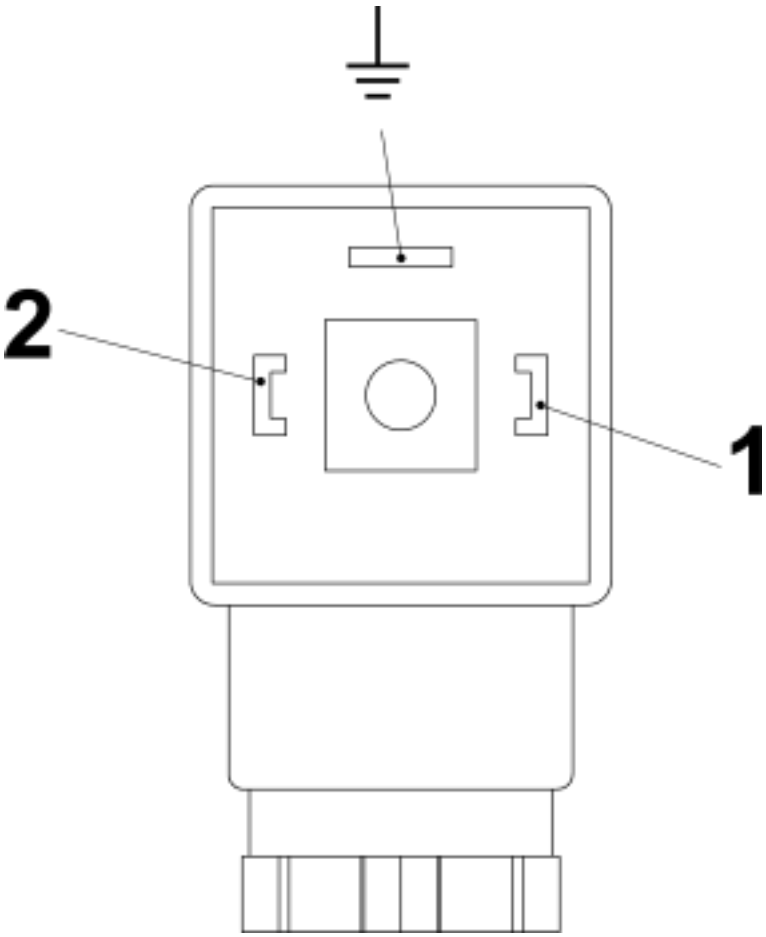
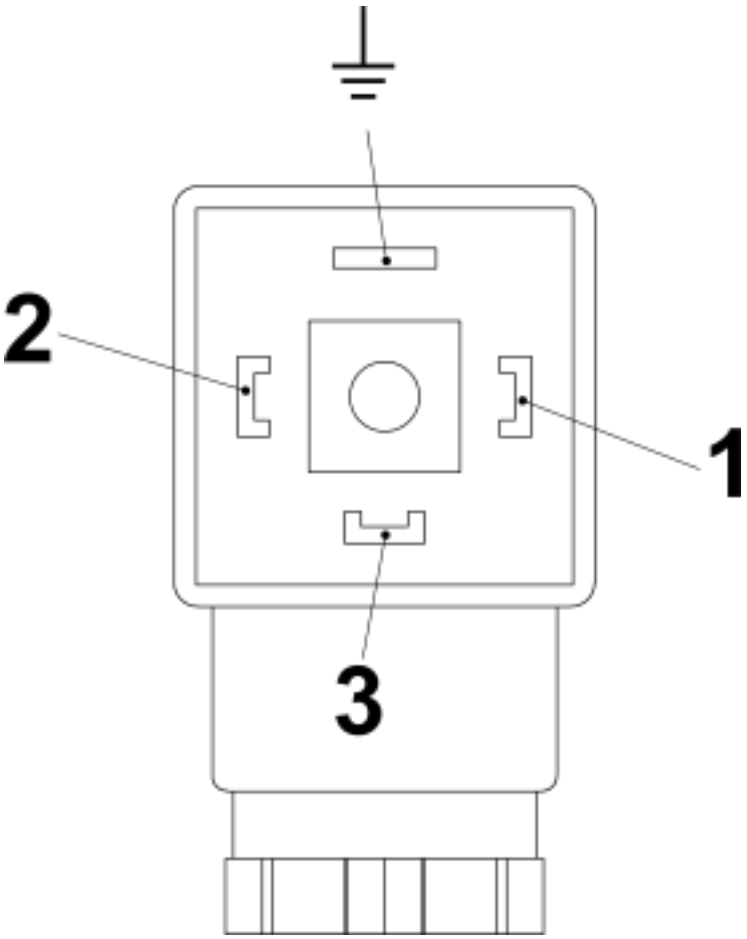

Fig. 30: Pin-assignment, plug socket, Normally Open Contact, (SG-30)
Fig. 31: Pin assignment, plug socket, Change-over contact (SG-30)
6. Make the connections as shown in the connection diagram (*Fig. 30* and *Fig. 31*) .